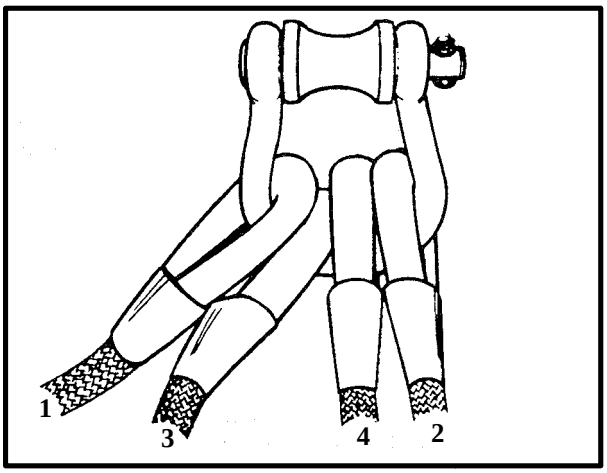

*Figure 6-4. Proper Orientation of Apex Fitting*
**NOTE: The pin always goes up and attaches onto the aircraft cargo hook (Figure 6-4).**